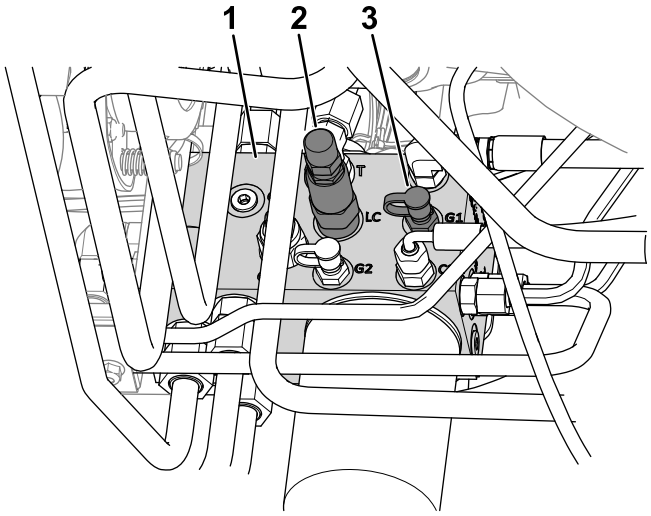

**Figura 24**
4. Collegate un manometro alla porta diagnostica (con l'etichetta G1; fate riferimento a Figura 24).
2. Cursore di trasferimento del peso (LC)
5. Sul lato del collettore di sollevamento, rimuovete il cappuccio dalla porta diagnostica (con l'etichetta G1; fate riferimento a Figura 24).
6. Allentate il controdado all'estremità del cursore di trasferimento peso (con l'etichetta LC; fate riferimento a Figura 24